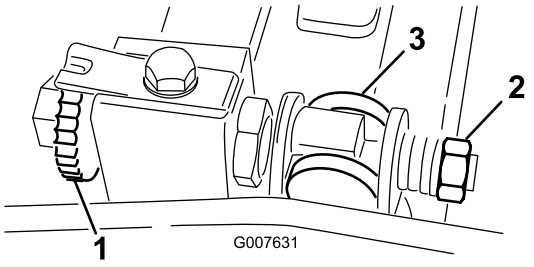

Figur 48
1. Vrid underknivsstångens justerskruv motsols, så att underkniven förs bort från cylindern (Figur 48).
2. För fjäderspänningsmuttern bakåt tills brickan inte längre är spänd mot underknivsstången (Figur 48).